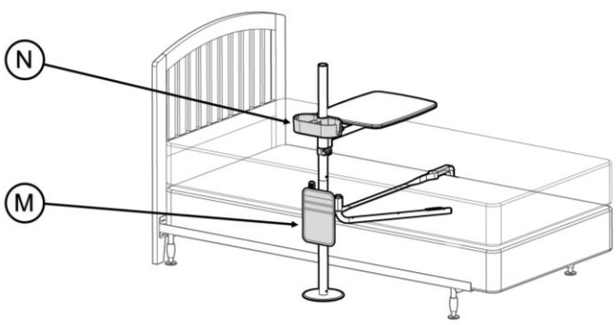

FIGURE 10A
10. Accessories: If included, place **M** and **N** on product as shown in *FIGURE 10A.*